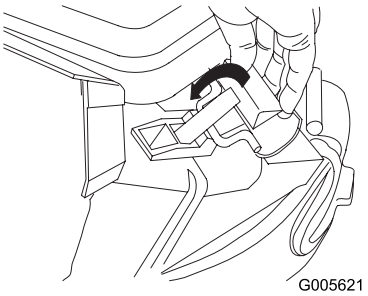

Figur 25
4. Dra handtaget bakåt till dess att spärren låses fast i skåran i uppsamlarens luckspärr (Figur 25).